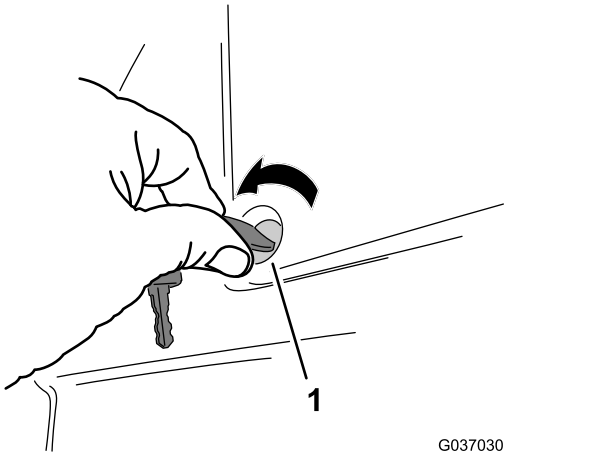

Figura 1
1. Rode os dois parafusos de um quarto de volta que fixam a cobertura da bateria à plataforma do operador no sentido contrário ao dos ponteiros do relógio e retire a cobertura (Figura 1).